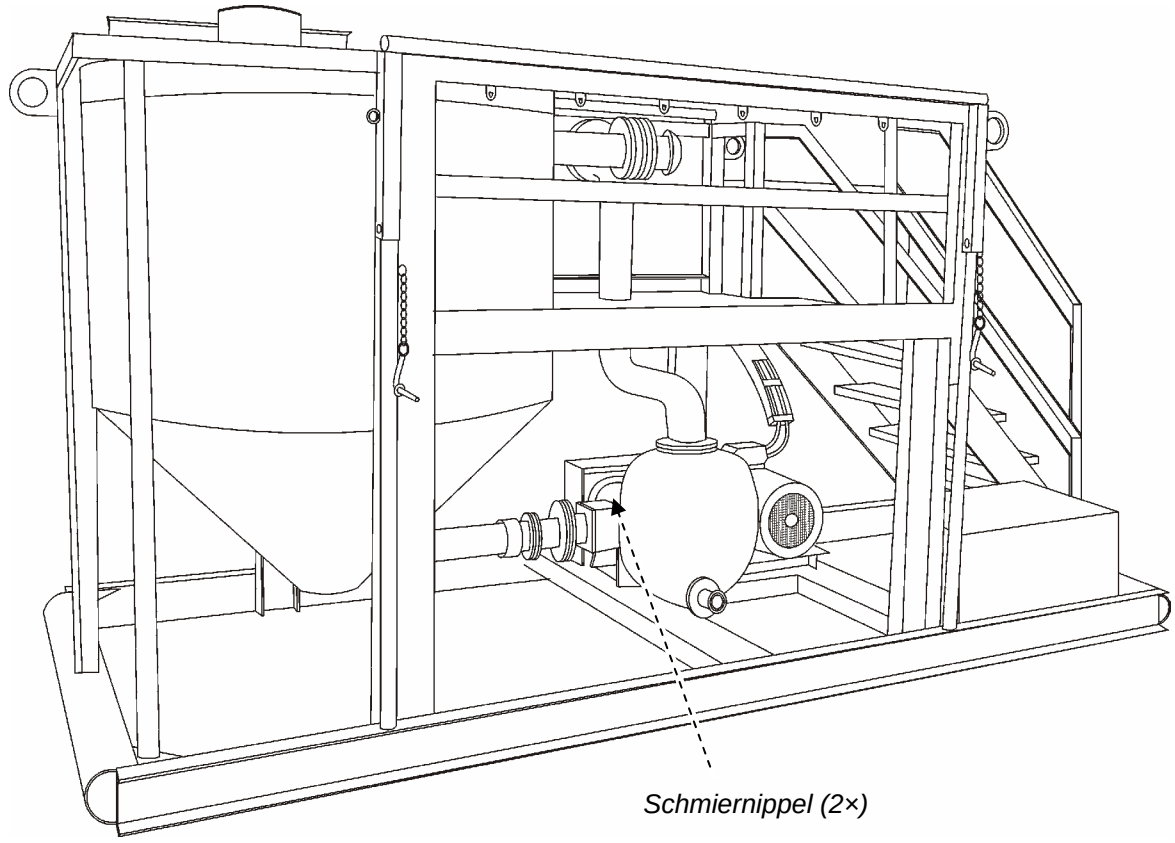

Abbildung 11: Schmierstellen
- Schmiernippel an der Antriebswelle schmieren, bis sich um die jeweilige Schmierstelle ein Fettkragen bildet (Position: siehe Abbildung 11, Seite 47).